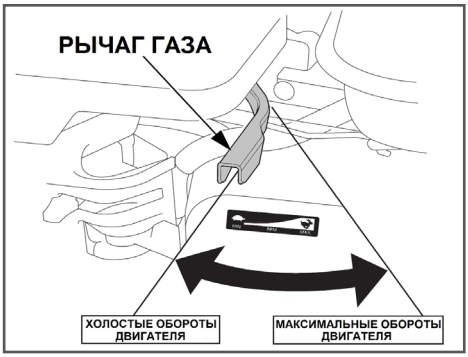

Рис. 14 Положения рычага газа
5. Переведите рычаг газа на 1/3 хода в сторону положения максимальных оборотов двигателя (Рис. 14).